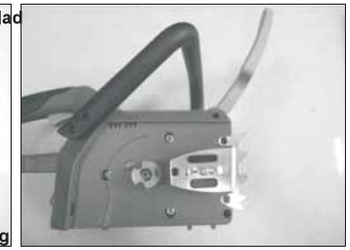

Fig.2A Fig.2B
gedraaid. (Fig.2A)
3. De vergrendelingsknop voor het afstellen van het blad moet tot aan de aanslag tegen de klok in worden gedraaid. (Fig.2A)